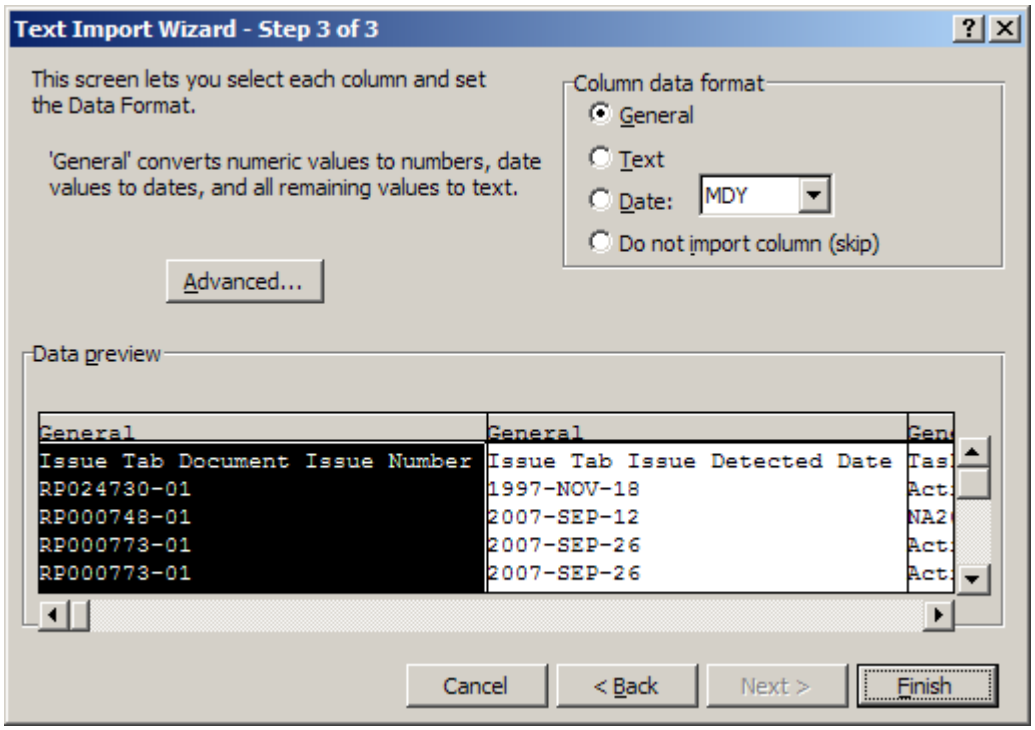

Figure 4
i. Accept the defaults by clicking '**Finish**' at step 3 of 3 of the Text Import Wizard (see Figure 4 on next page).